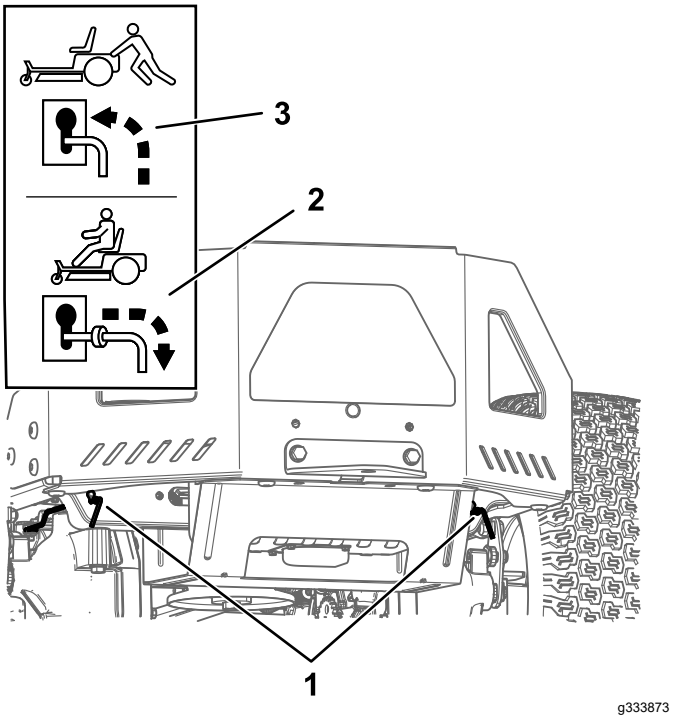

Figuur 31
4. Zet beide omloophendels naar voren door de sleufopening en dan naar beneden om ze vast te zetten (Figuur 31).